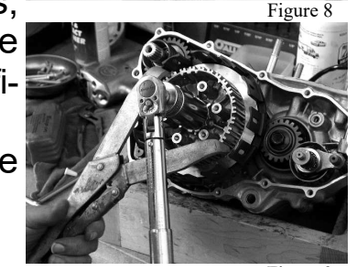

Figure 9
- Re-install the inner hub, clutch plates, and pressure assembly tighten the main shaft bolt to manufacturers specifications (Figure 9)